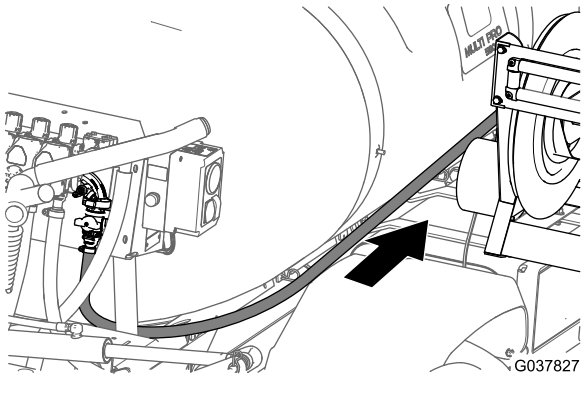

Figuur 99
4. Leid de toevoerslang naar voren, langs de spuittank naar de slanghaspel, en bevestig de slang met de 3 kabelbinders aan het tankframe (Figuur 99).